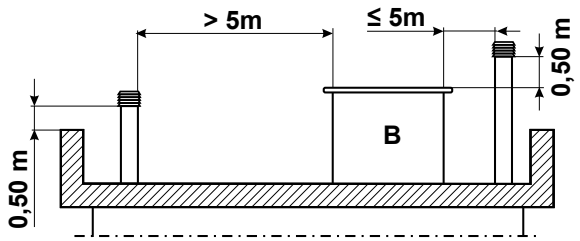

Fig. 6.1.6
- figures 6.1.6 and 6.1.7 show the data in the table of the UNI 10683 rules regarding distances and positioning of chimney tops are given in Figs. 6.6 and 6.7.